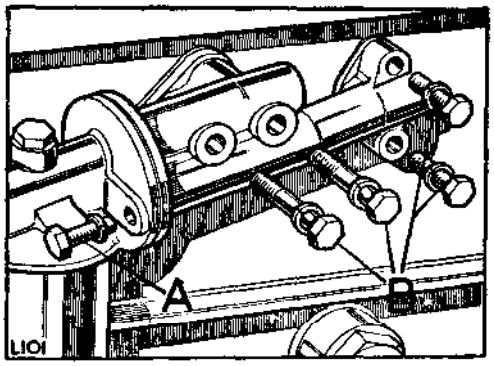

**Fig. A3-45. Oil filter fixings**
3. Refit the assembled filter to the engine. Fig. A3-45 refers.